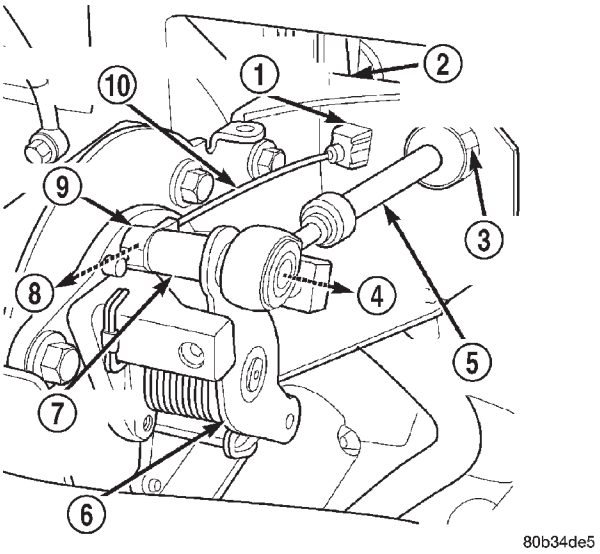
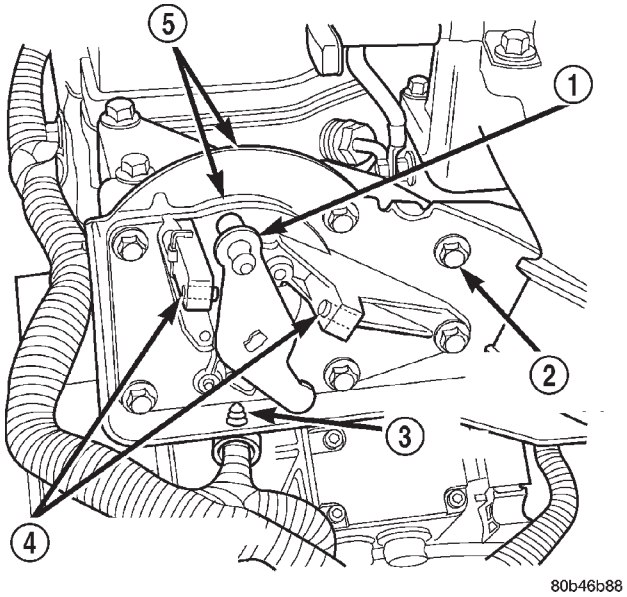
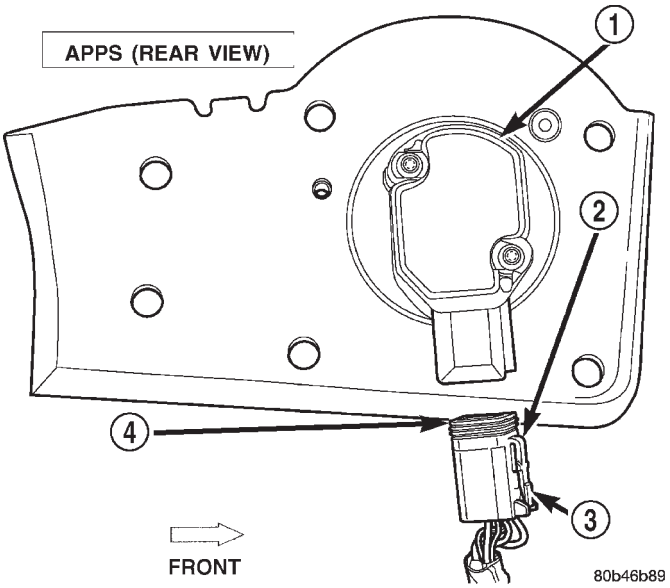

Fig. 7 Cables at Throttle Lever
Fig. 8 APPS Assembly
Fig. 9 Electrical Connector at Bottom of APPS
CAUTION: Do not attempt to remove sensor from its mounting bracket as electronic calibration will be destroyed (sensor-to-bracket mounting screws are permanently attached). Two accelerator lever set screws (Fig. 8) are used to position lever. Do not attempt to alter positions of these set screws as electronic calibration will be destroyed.
(3) Using finger pressure only, disconnect end of speed control servo cable from throttle lever pin by pulling forward on connector while holding lever rearward (Fig. 7).**DO NOT try to pull connector off perpendicular to lever pin. Connector will be broken.**
(4) Using two small screwdrivers, pry throttle cable connector socket from throttle lever ball (Fig. 7). **Be very careful not to bend throttle lever arm.**
(5) Disconnect transmission control cable at lever arm (if equipped). Refer to 21, Transmission.
(6) Squeeze pinch tabs on speed control cable (Fig. 7) and pull cable rearward to remove from cable mounting bracket.
(7) Squeeze pinch tabs on throttle cable (Fig. 7) and pull cable rearward to remove from cable mounting bracket.
(8) If equipped with an automatic transmission, refer to 21, Transmission for transmission control cable removal procedures.
(9) Disconnect wiring harness clip (Fig. 8) at bottom of bracket.
(10) Remove 6 mounting bolts (Fig. 8) and partially remove APPS assembly from engine. After assembly is partially removed, disconnect electrical connector from bottom of sensor by pushing on connector tab (Fig. 9).
(11) Remove APPS assembly from engine.
(1) Snap electrical connector into bottom of sensor.
(2) Position APPS assembly to engine and install 6 bolts. Tighten bolts to 12 N·m (105 in. lbs.) torque.
(3) Connect wiring harness clip (Fig. 8) at bottom of bracket.
(4) If equipped with an automatic transmission, refer to Group 21, Transmission for transmission control cable installation procedures.
(5) Install speed control cable into mounting bracket. Be sure pinch tabs (Fig. 7) have secured cable.
(6) Install throttle cable into mounting bracket. Be sure pinch tabs (Fig. 7) have secured cable.
(7) Connect throttle cable at lever (snaps on).
(8) Connect speed control cable to lever by pushing cable connector rearward onto lever pin while holding lever forward.
(9) Install cable cover.
(10) Connect both negative battery cables to both batteries.
(12) Use DRB scan tool to erase any DTC's from ECM/PCM.